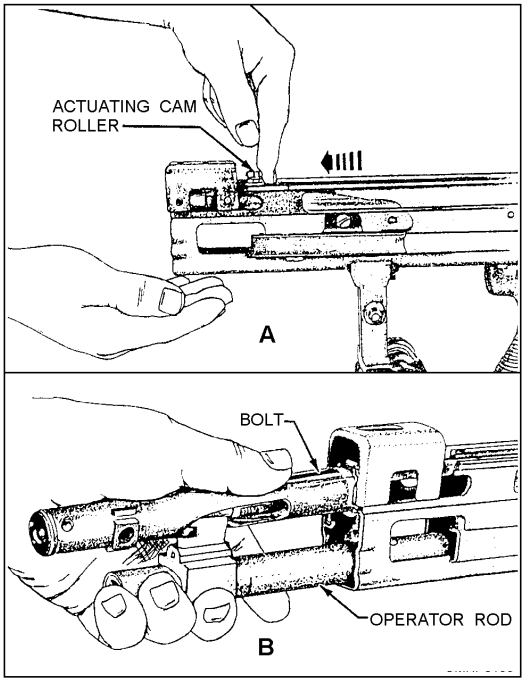

**Figure 3-74.—Removing the operating group.**
**REMOVING THE OPERATING GROUP.**—The operating rod assembly group consists of the operating rod, drive spring, drive spring guide, and bolt assembly. To remove the group, pull the drive spring guide and spring from the receiver and separate them. With the left hand, grasp the pistol grip and pull the cocking handle to the rear until the bolt is separated from the barrel socket. Continue to pull the operating rod and bolt to the rear by pulling the cam roller as shown in figure 3-74, view A.
When the operating rod and bolt are exposed approximately 4 inches to the rear of the receiver, grasp them securely to prevent the bolt from "turning in," and remove them from the receiver (fig. 3-74, view B). Relax the grip and allow the bolt to rotate slowly. It is not necessary to separate the bolt from the operating rod.